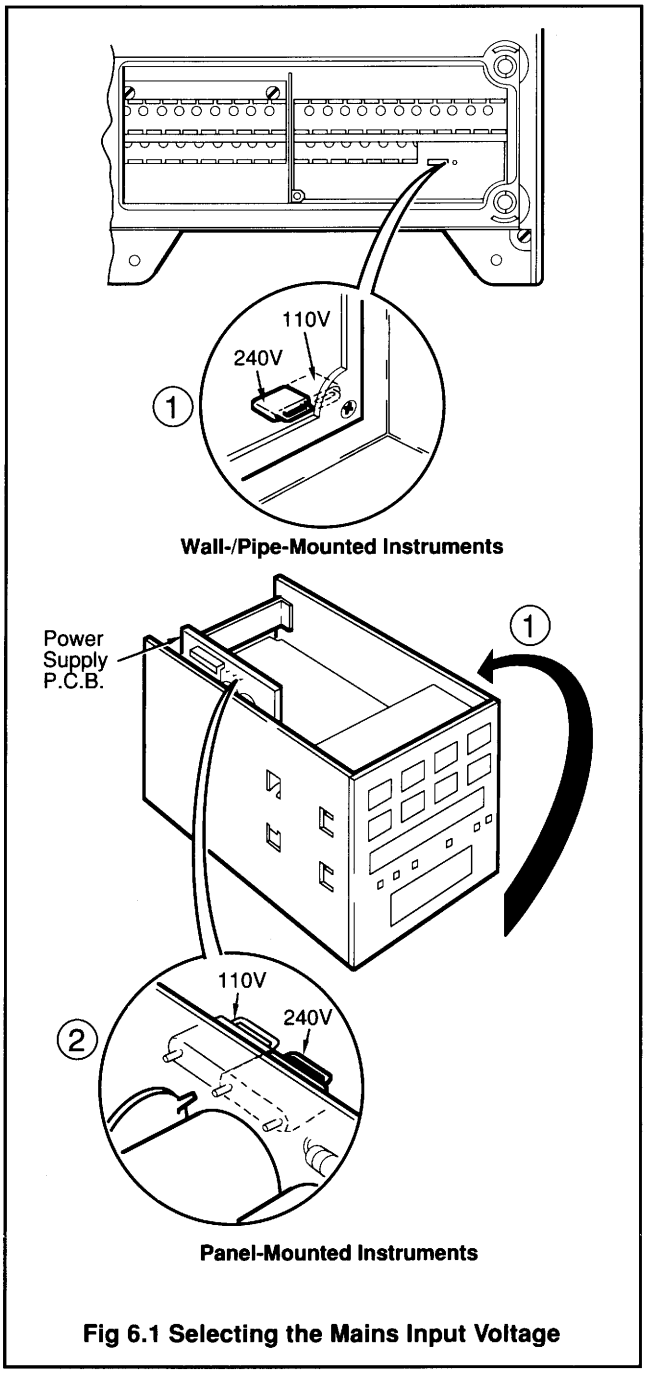

Fig 6.1 Selecting the Mains Input Voltage
6.1 Selecting the Mains Input Voltage – Fig. 6.1
With reference to Fig. 6.1:
With reference to Fig. 6.1, previous page: